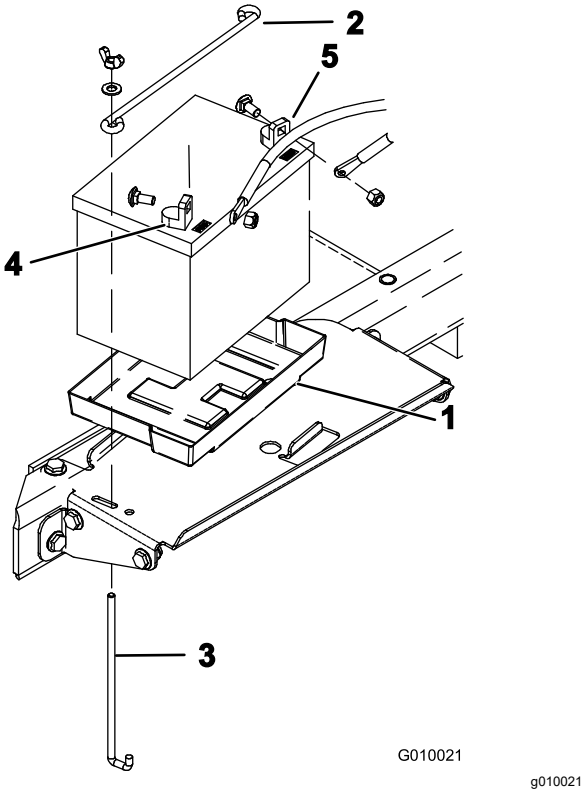

Figure 50
A. Remove the battery hold down and hold down rods that secure the battery to the tray (Figure 50).
6. Insert the battery into the tray in the battery compartment as shown in Figure 50.